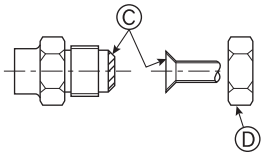

Fig. 4-8
Ⓐ (Fig. 4-8)
Ⓑ (Fig. 4-8)
4.2. Соединение труб (Fig. 4-8)